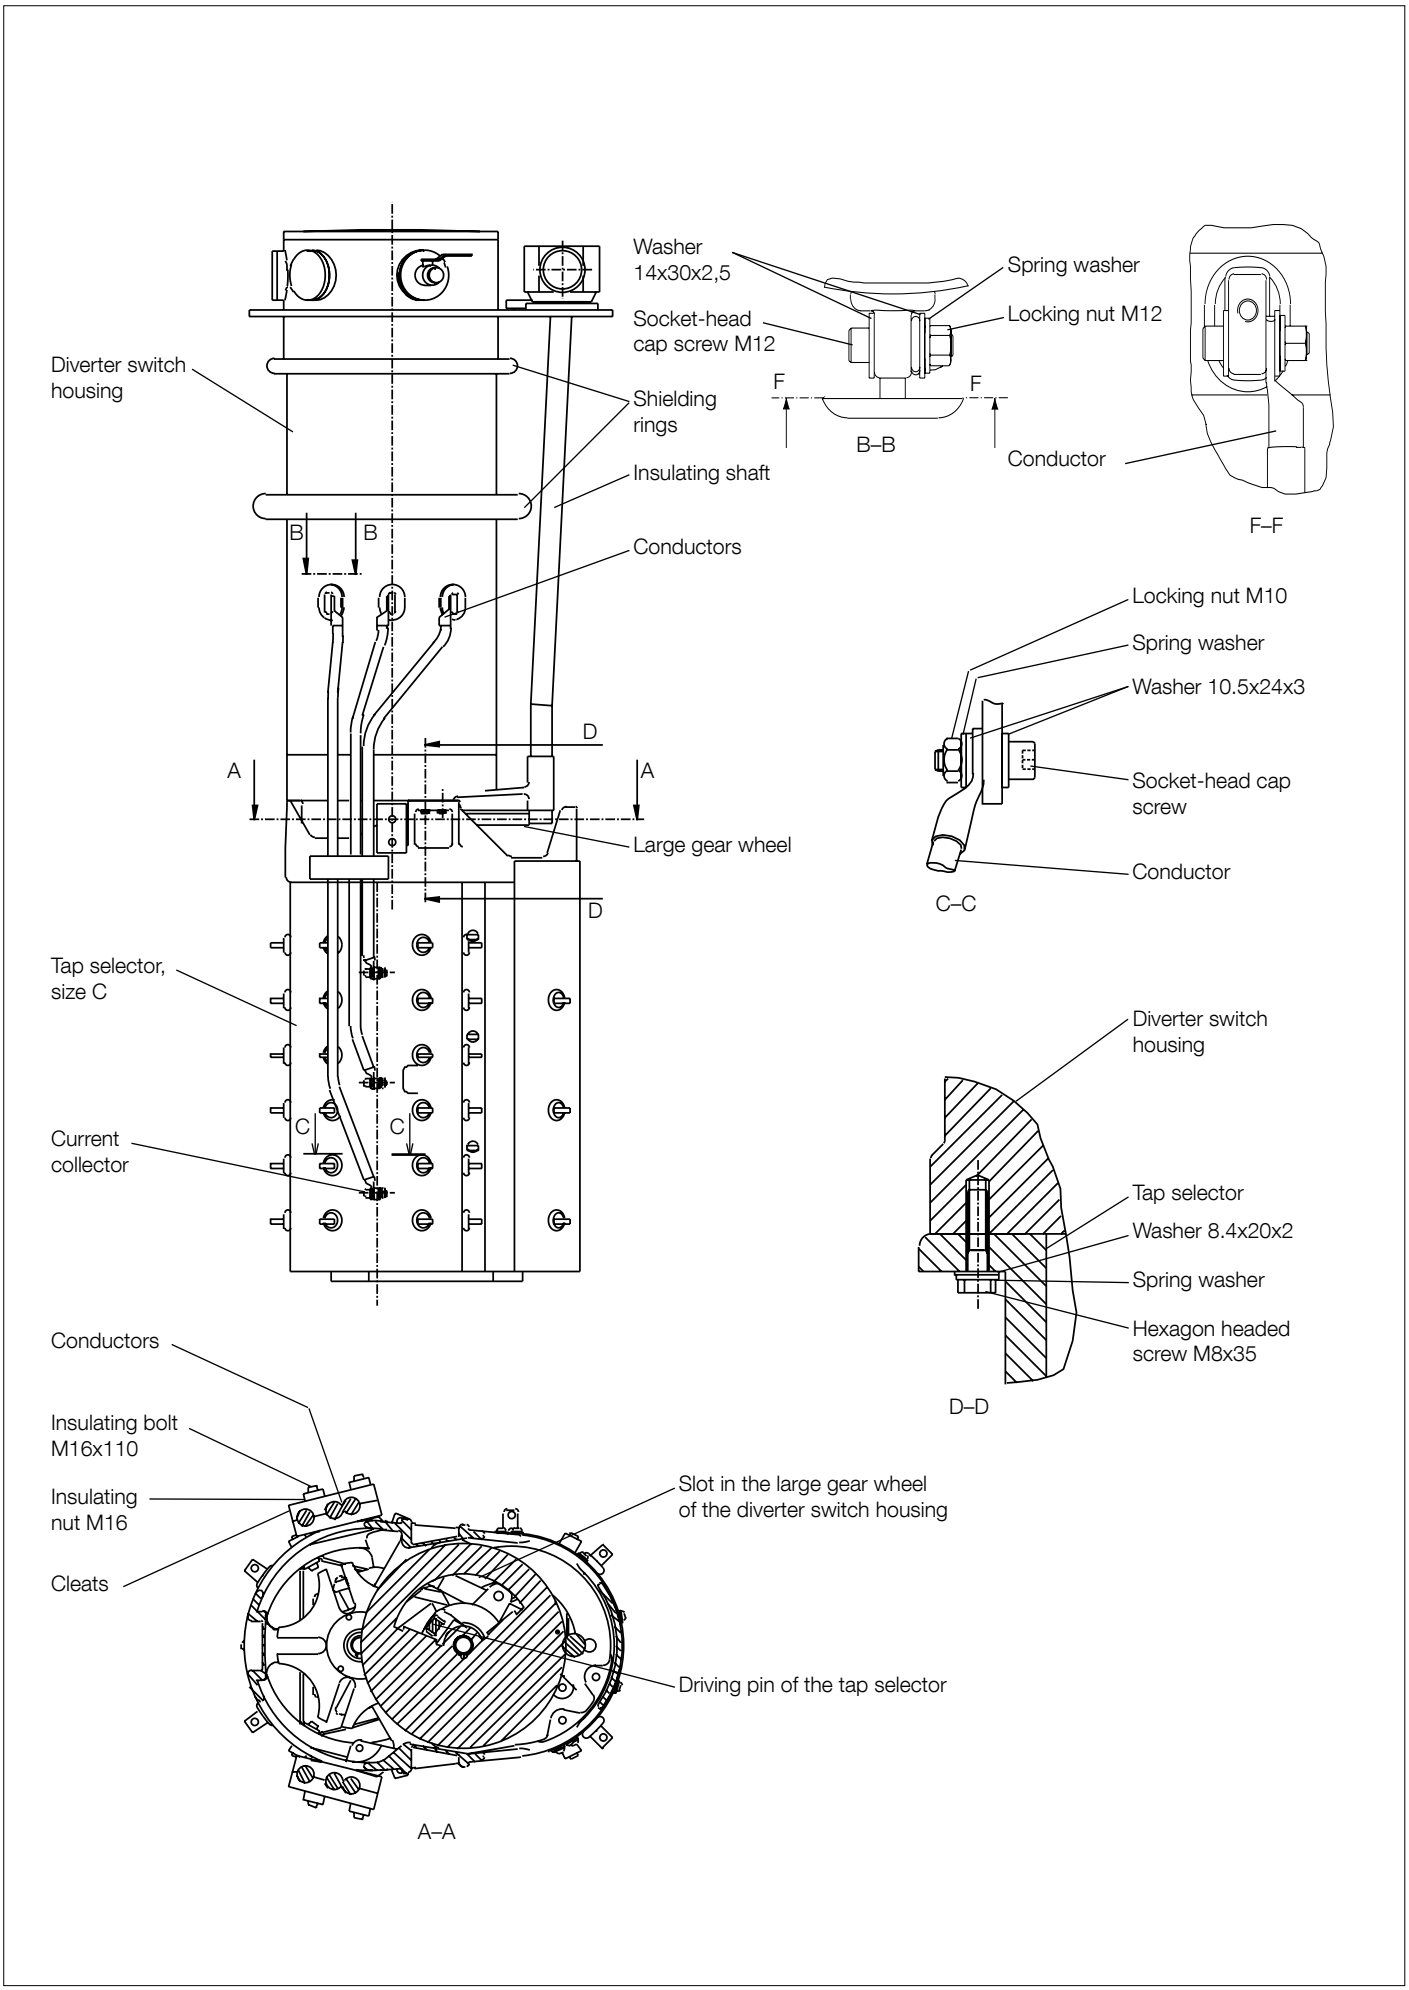

Fig. 10. Diverter switch UCG/VUCG, and tap selector, size C.
5. Lift the diverter switch housing into position and fit the tap selector to the diverter switch housing; see Fig. 10. The tap selector drive pin must fit into the large gear wheel slot; see view A-A.
9. Connect the supplied conductors between the diverter switch housing and tap selector; see Fig. 10. The conductor ends and their connecting points have the same markings. The number of conductors varies depending on the rated through-current and the type of connection.